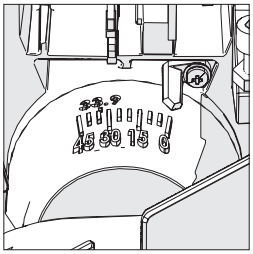

Abb. 23
- Neigen Sie den Schneidkopf in den gewünschten Winkel. Die Einstellung wird durch einen eingearbeiteten Winkelmesser erleichtert. **(Abb. 23)**